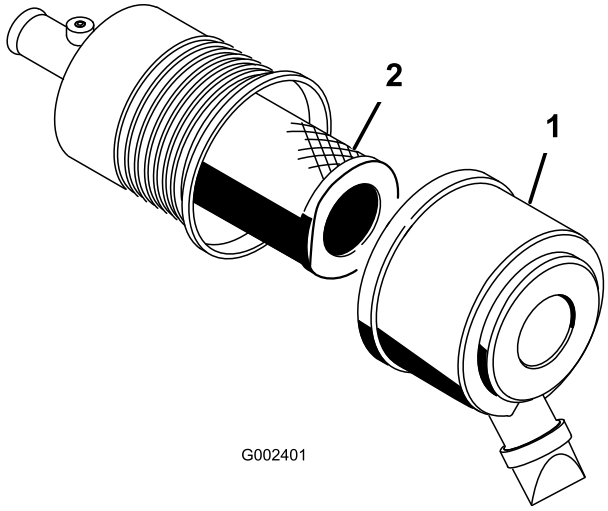

Figur 42
1. Åpne låsene på luftrenseren og dra luftrenserdekslet av luftrenserkroppen (Figur 42).
4. Skyv hovedfilteret forsiktig ut av luftrenserkroppen (Figur 42). Pass på at filteret ikke slår bort i luftrenserkroppen.
7. Hvis du bytter ut sikkerhetsfilteret, skyv forsiktig det nye filteret inn i filterenheten (Figur 42).
8. Skyv hovedfilteret forsiktig inn over sikkerhetsfilteret (Figur 42). Påse at det sitter godt ved å trykke på den ytre kanten av filteret mens du installerer det.
9. Sett på luftrenserdekslet med siden som er merket med UP vendt oppover, og og fest låsene (Figur 42).